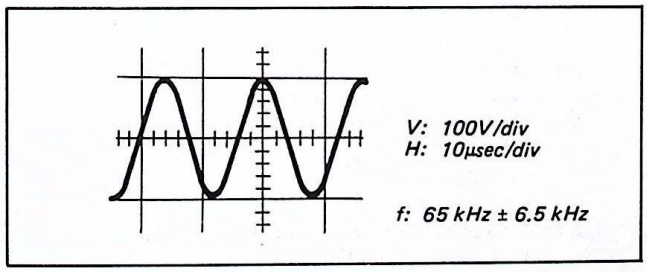

Fig. 5-4-1. Bias oscillator check
(1) Set the input signal level to zero and set up the REC-ORD mode.
(2) Connect a frequency counter to TP305. The reading should be 65 kHz ± 6.5 kHz. (See Fig. 5-4-1)